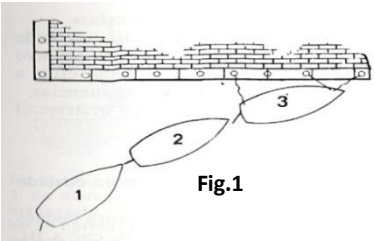

Fig.1
a) ATRACAR POR BABOR CON PROA HACIA DENTRO (Fig.1)